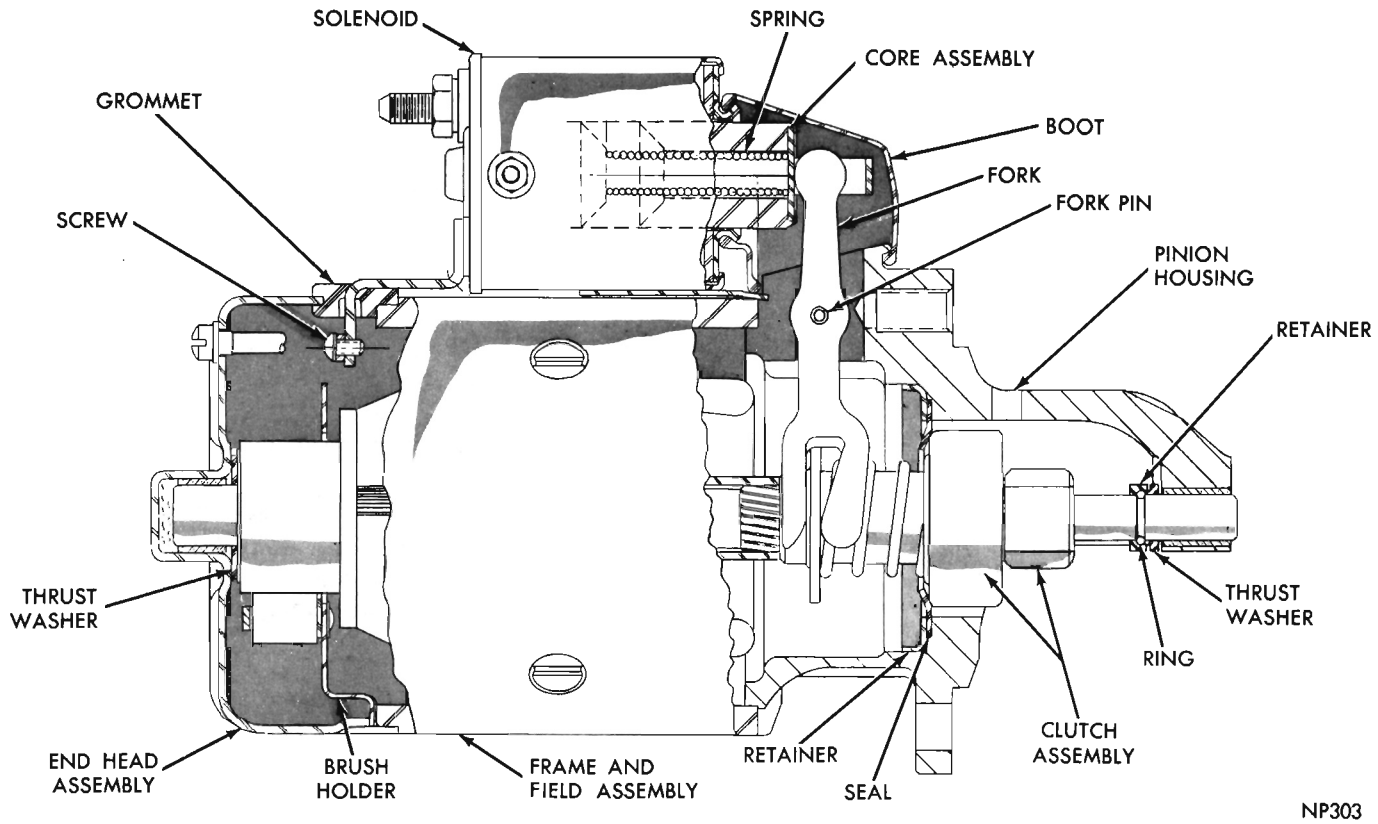
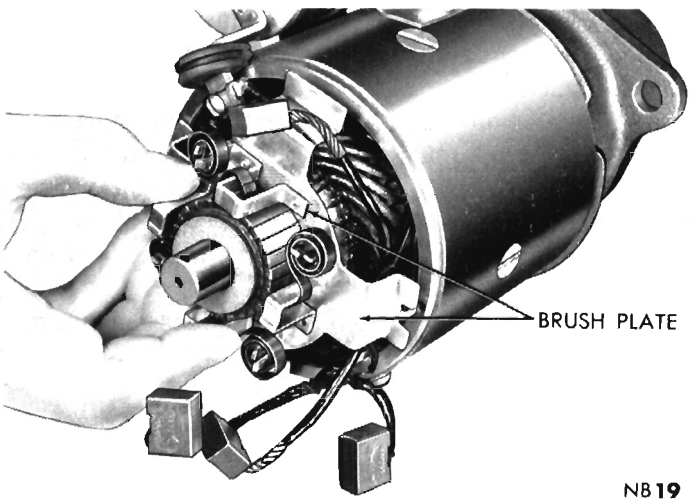

Fig. 1—Starter—Cross Section
Fig. 2—Removing Brush Ring
(1) Refer to Figure 1, remove through bolts and tap commutator end head from field frame.
(2) Remove thrust washers from armature shaft.
(3) Lift brush holder springs and remove brushes from brush holders.
(4) Remove brush plate (Fig. 2).
(8) Remove drive end pinion housing and spacer washer. Replace the pinion housing assembly, if the rubber seal (Fig. 1) is damaged (units so equipped).